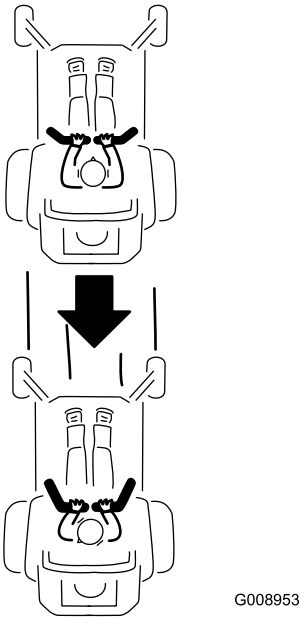

Figuur 25
2. Om achteruit te rijden, trekt u de rijhendels langzaam naar achteren (Figuur 25).